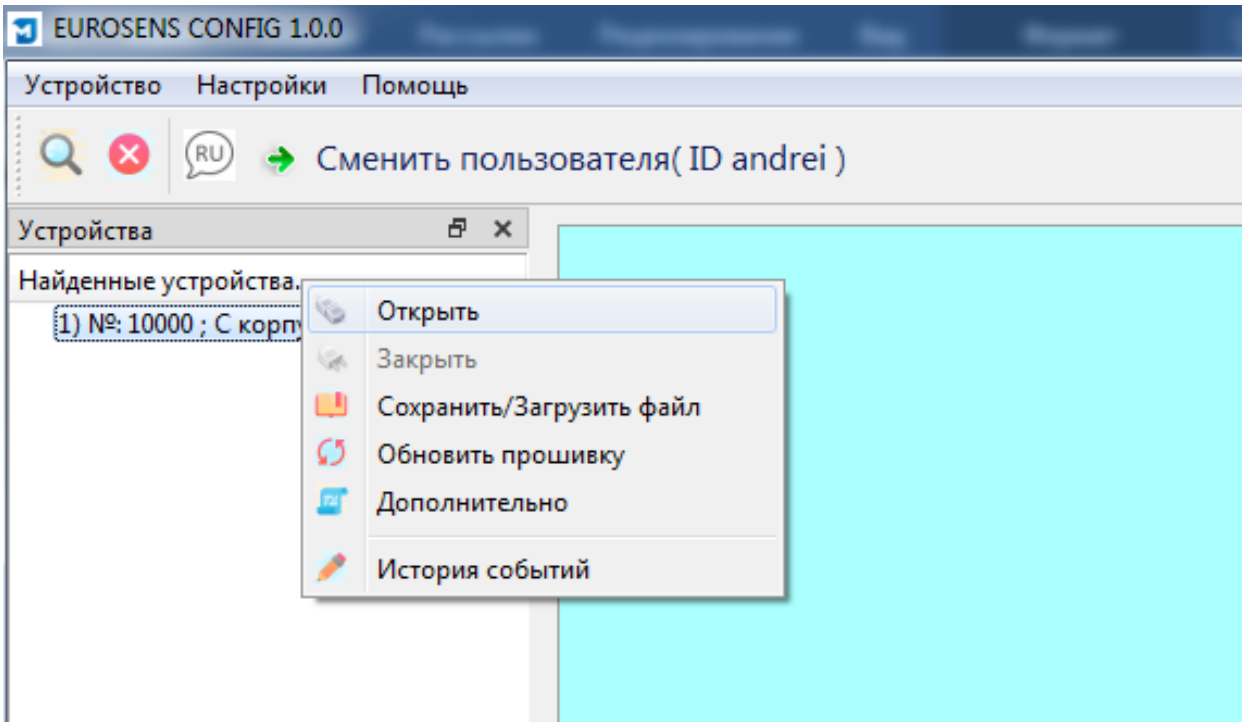

Рис. 11. Контекстное меню операций с датчиком
5) Нажмите правую клавишу мыши и вызовите контекстное меню (Рис. 11).